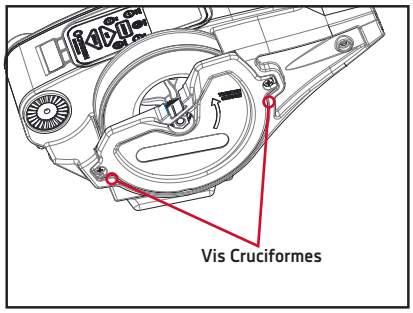

Figure 18
2. Desserrez les deux vis cruciformes 1/4-20 sur les côtés opposés de la couverture. (Figure 18)